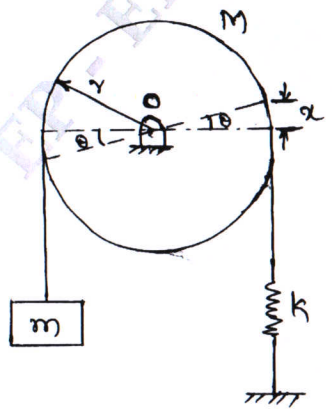

Fig.Q9(b) **(10 Marks)**
b. Determine the natural frequency of oscillation of the shown in Fig.Q9(b), using energy method.